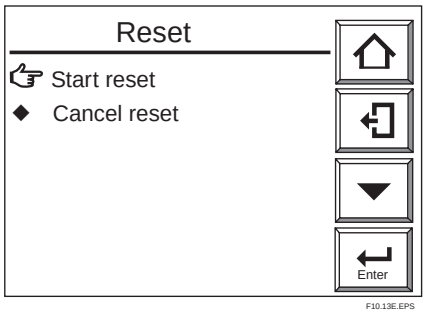

Figure 10.13 Reset Display
(1) Press the Setup key in the Basic panel display to display the Execution/Setup display.
(2) Choose Reset. The Reset display shown in Figure 10.13 appears.
(3) Choose Start reset and then press the [Enter] key to reset the equipment and the equipment will then be in its warm-up state.